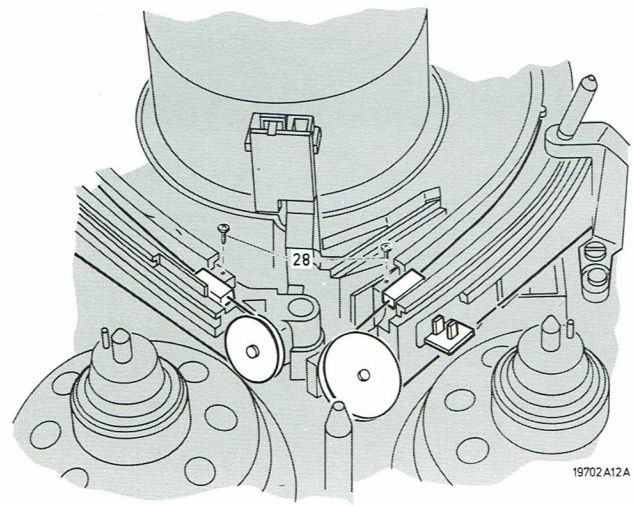

Fig. 2.9
- Enlever les vis 28 (Fig. 2.9).
- Placer la vis 28 (Fig. 2.9).
- Faire tourner le mécanisme jusqu'au point où les blocs arrivent jusqu'au début des guide-chariots (Fig. 2.9).